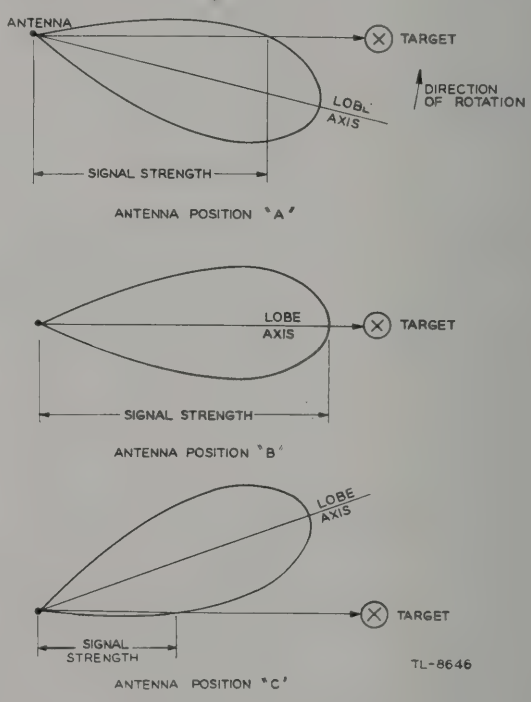

Figure 3. Variation of signal strength with antenna direction.
(1) Figure 3 shows the receiving (or transmitting) pattern for a typical radar antenna system. The relative signal strength is shown plotted against the angular position of the antenna with respect to the target. Maximum energy is transmitted to the target or received from the target only when the axis of the lobe passes through the target.